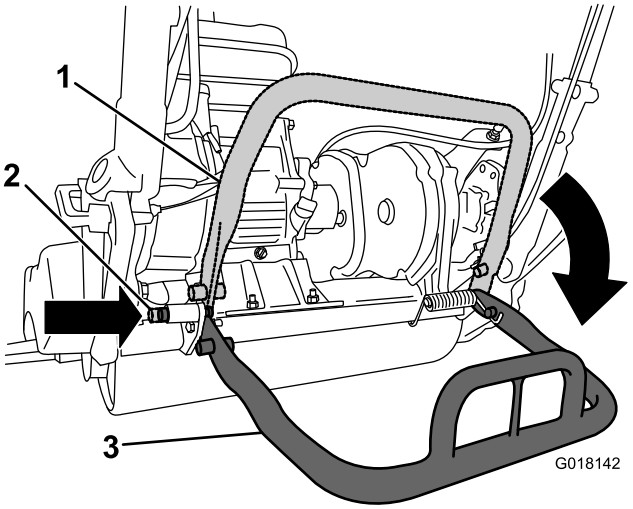

Figur 3
2. Sænk støttebenet, og skub låsepinden ind for at låse støttebenet i driftspositionen (Figur 3).